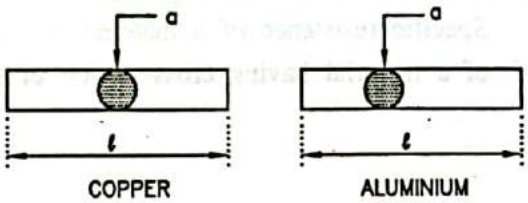

FIG. 1.20
- In Fig. 1.20 two conductors having equal length $l$ and equal cross sectional area a are shown. One is copper wire and the other is aluminium wire. The resistance of aluminium wire is more. In this case the resistance of aluminium conductor i.e. 1.6 of times that of copper conductor.